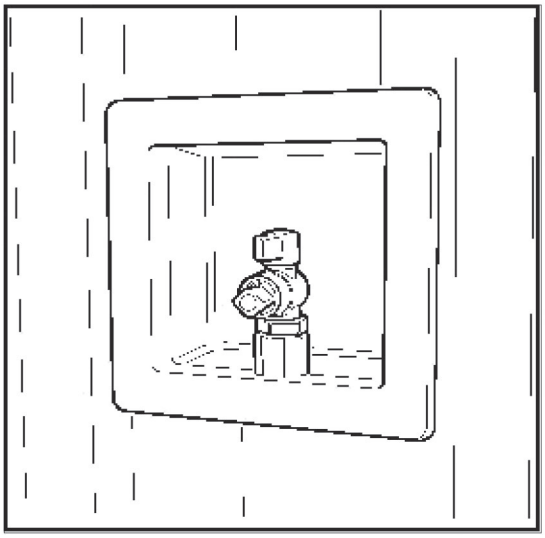

Figure: 4-33
8. Installez le couvercle du boîtier une fois que la cloison sèche a été posée. Si l'espace entre les bords du boîtier et la cloison sèche est inférieur à 1/4 po, il n'est pas nécessaire d'appliquer du calfeutrage anti-incendie. Figure : 4-33